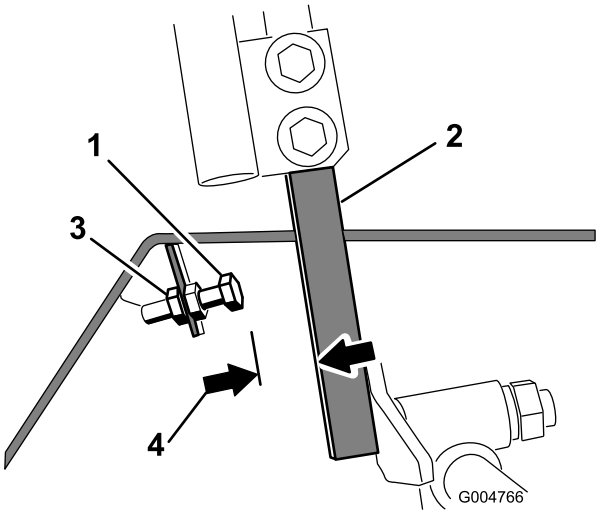

**Figur 60**
4. Lossa kontramuttern på stoppbulten för ett av rörelsereglagen (Figur 60).